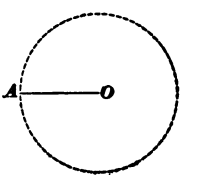

FIG. 40.
69. The **radius** of a circle, $A\ O$ (Fig. 40), is a straight line drawn from the center O to the circumference. It is equal in length to one-half the diameter. The plural of radius is **radii,** and all radii of a circle are equal.